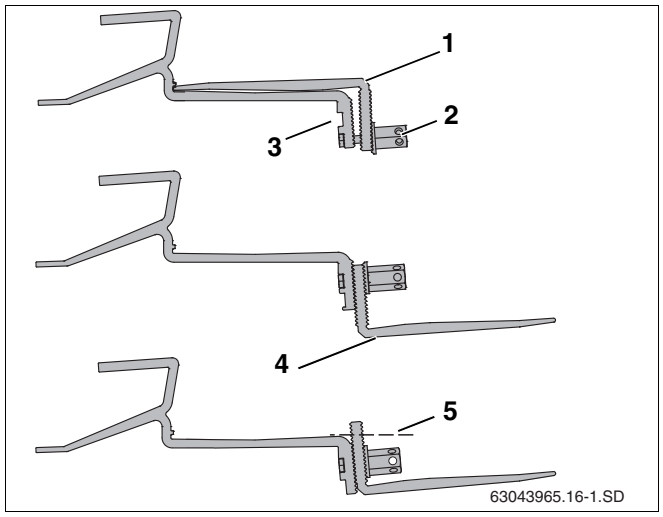

Рис. 14 Крепление кровельных крюков к стропилам
Для некоторых покрытий может понадобиться подложить под нижнюю часть кровельного крюка (рис. 14, **поз. 4**) доску или брус для того, чтобы кровельный крюк прилегал сверху к черепице.
- Отверните гайку (рис. 14, **поз. 2**).
- Вставьте винт в верхнее отверстие (рис. 14, **поз. 3**).
- Свободно закрепите нижнюю часть кровельного крюка (рис. 14, **поз. 1**). Пока только слегка затяните соединение.